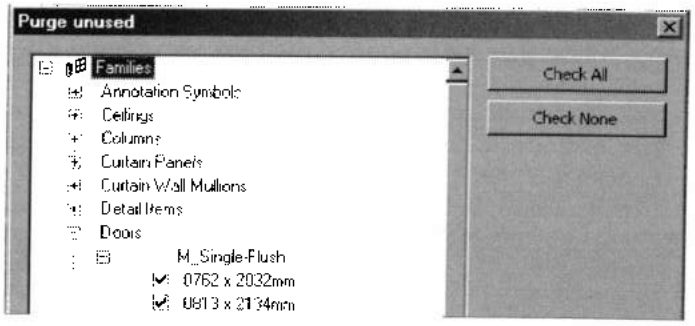

Рис. 11.1. *Перечень семейств и их типоразмеров, неиспользуемых в проекте*
1. На ленте **Manage** (Управление) в разделе **Project Settings** (Настройки проекта) командой **Purge Unused** (Очистить неиспользованные) открыть одноименный бокс (рис. 11.1). В нем отображается перечень семейства и их типоразмеры, загруженные в проект, но неиспользуемые в нем. Структура списка копирует структуру папки *Families* в Навигаторе проекта.